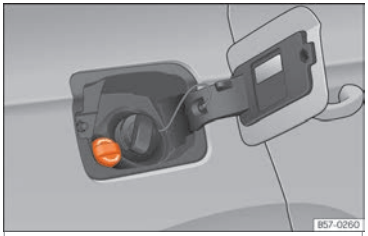

Fig. 195 Tampão do bocal de enchimento do reservatório do AdBlue.
- Abrir a tampa do depósito ››› Fig. 195.
- Rode o tampão de fecho do bocal de enchimento de SCR para a esquerda ››› Fig. 195.